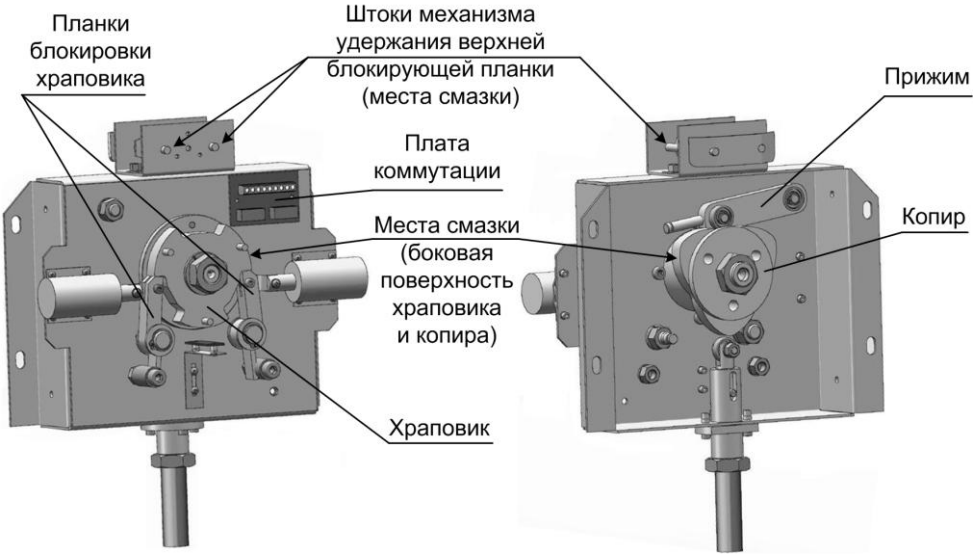

Рис.7 Расположение узлов и деталей трения. Места смазки
- выполните смазку следующих узлов трения (рис.7), смазка – «Литол» или аналогичная: